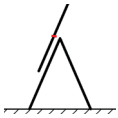

Figure 1 — Échelle transformable en position d'échelle double avec une échelle télescopique au sommet
- Ne dépliez jamais l'échelle supérieure d'une échelle à 3 plans en position A avec l'échelon rouge (ou le 4ème échelon à partir du haut) au-delà du point d'articulation (figure 1).
- Ne gravissez jamais l'échelle à 3 plans en position A au-delà du point de charnière (figure 1).